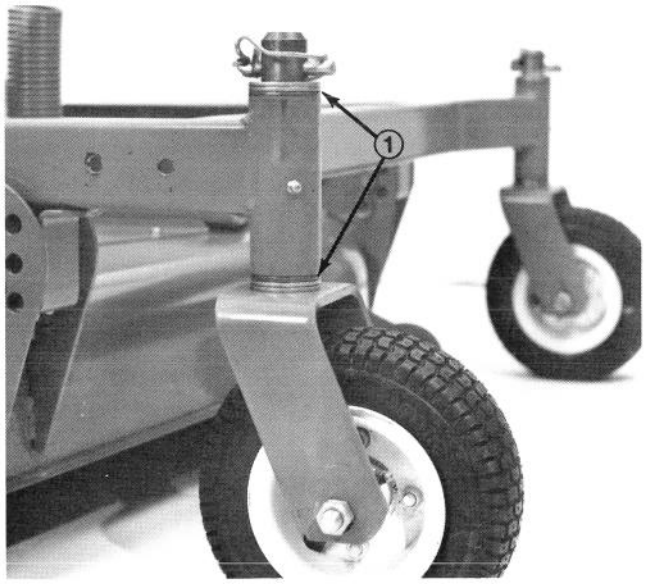

Figure 31
4. Insert pin punch into top or bottom of mounting tube and drive bushing out of tube (Fig. 31). Also drive other bushing out of tube. Clean inside of tubes to remove dirt.